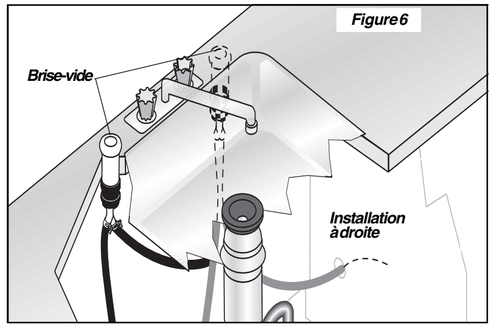

Figure 6
3. **Si vous connectez le lave-vaisselle à un puisard,** il est possible que les codes locaux exigent l'installation d'une prise d'air, non incluse. Il faut alors brancher le boyau de vidange du lave-vaisselle au tuyau de vidange avec prise d'air tel qu'indiqué à la **Figure 6**. Vous pouvez trouver un ensemble de tuyau de vidange avec prise d'air dans tout magasin de fournitures de plomberie. **Remarque: Si le tuyau de vidange est installé dans le plancher, un espace d'air est nécessaire.**